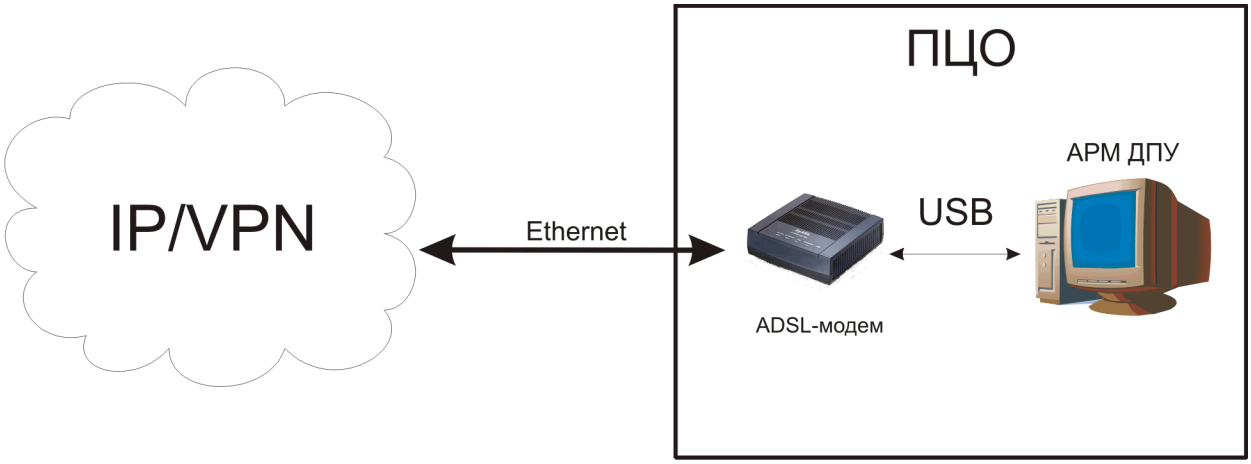

Рис.3.1. Непосредственное интернет-подключение компьютера.
1. Непосредственное подключение компьютера АРМ ДПУ «Юпитер» к IP-сети (см. рис.3.1)